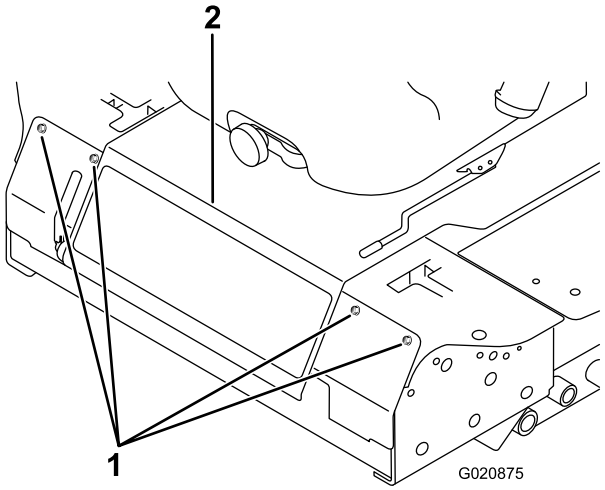

Figuur 59
3. Draai de bouten los waarmee het voorpaneel vastzit, en verwijder het paneel (Figuur 59).